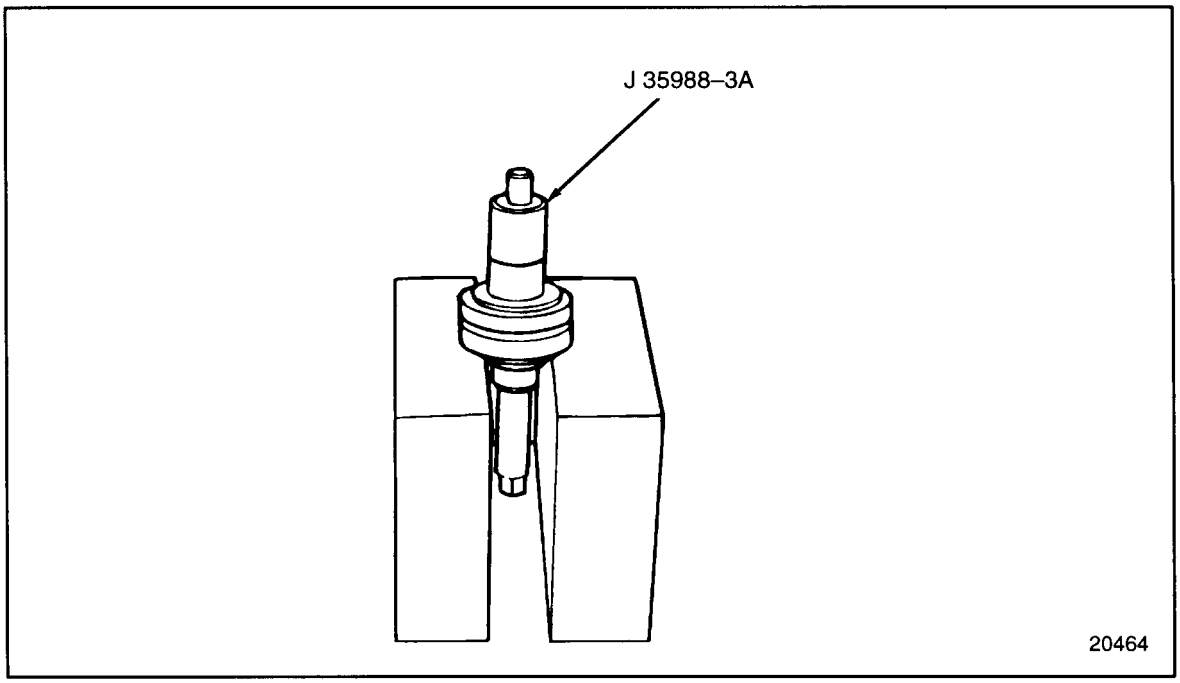

Figure 4-14 Removing Bearing Assemblies
10. Insert J 35988-3A, part of tool set J 35988-D, in end of drive shaft. See Figure 4-14.